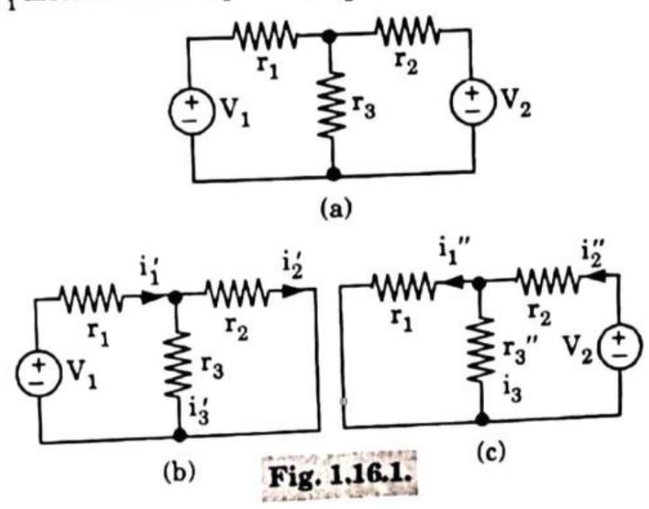

Fig. 1.16.1.
1. In Fig. 1.16.1(*a*), to apply superposition theorem, let us first take the source V_1 alone at first replacing V_2 by short circuit [Fig. 1.16.1(*b*)].
3. Next, replacing V_1 by short circuit. Let the circuit be energized by V_2 only [Fig. 1.16.1(c)]